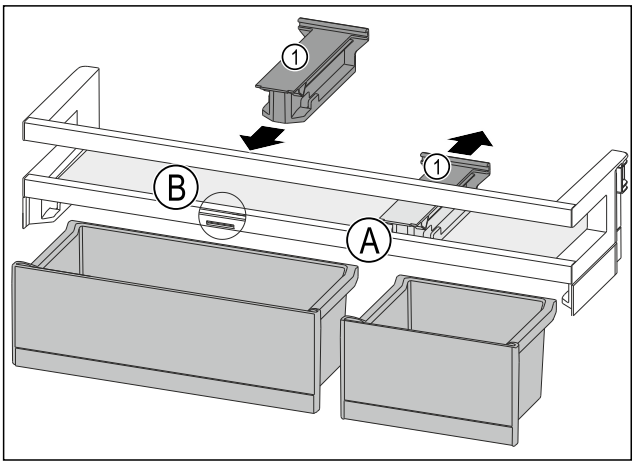

Fig. 147
- ▶ Take off the holding part *Fig. 147 (1)* in position *Fig. 147 (A)* backwards.
- ▶ Insert the holding part *Fig. 147 (1)* in position *Fig. 147 (B)*.